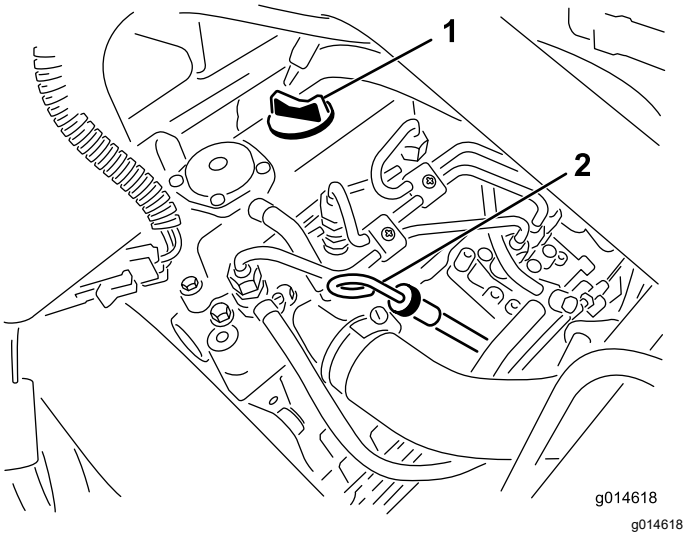

**Figur 31**
2. Fjern målepinden, og aftør den med en ren klud (Figur 31).